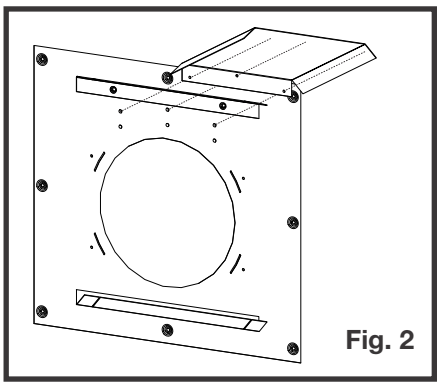

Fig. 2
2. Installez le pare-feu du feu de feu sous l'extrémité supérieure du feu de feu (Figure 2).